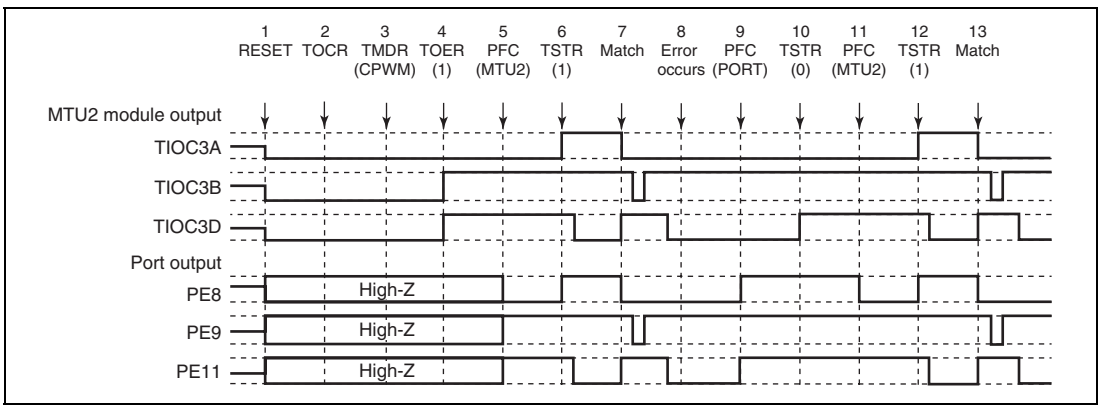

**Figure 10.160 Error Occurrence in Complementary PWM Mode, Recovery in Complementary PWM Mode**
**Operation when Error Occurs during Complementary PWM Mode Operation, and Operation is Restarted in Complementary PWM Mode:** Figure 10.160 shows an explanatory diagram of the case where an error occurs in complementary PWM mode and operation is restarted in complementary PWM mode after re-setting (when operation is restarted using the cycle and duty settings at the time the counter was stopped).